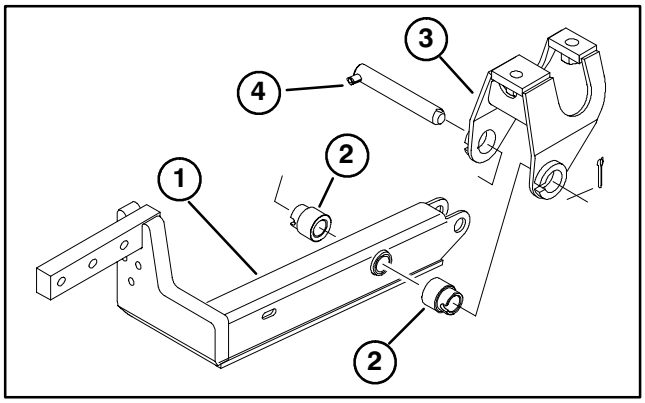

Figure 1
4. Mount a lift arm to pivot bracket with (2) spacers, a pivot pin and 5/32" x 1 – 3/4" lg. cotter pin. Lift arm to be mounted with bend positioned outward (Fig. 1).